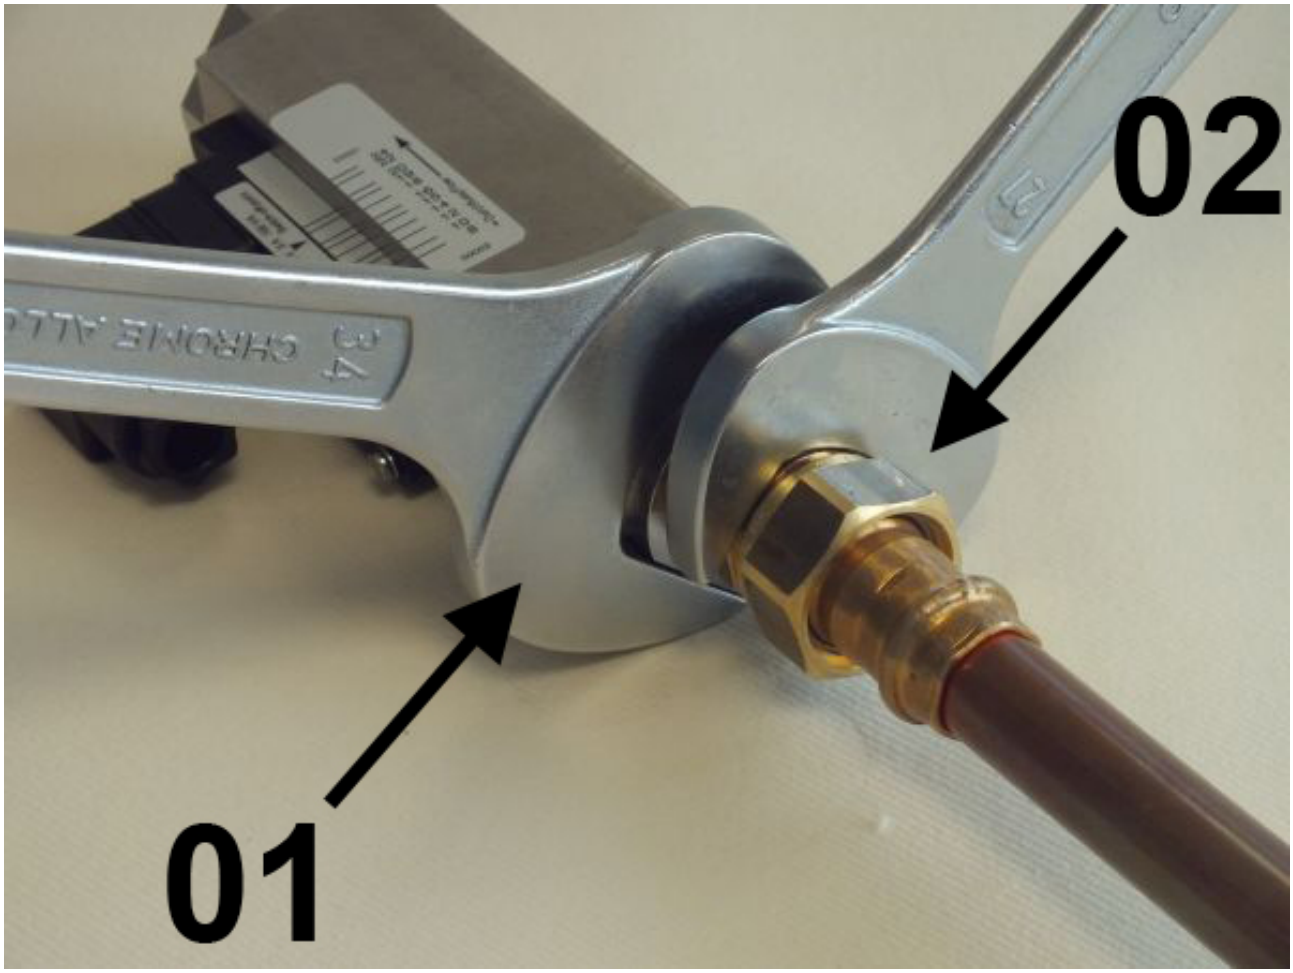

Fig. 11: Screw in the device
2. Fasten the adapter union of the pipeline with an appropriate spanner (*Fig. 11*/02). When doing so, lock the process connector in place to prevent slip, using a suitable spanner (*Fig. 11*/01).